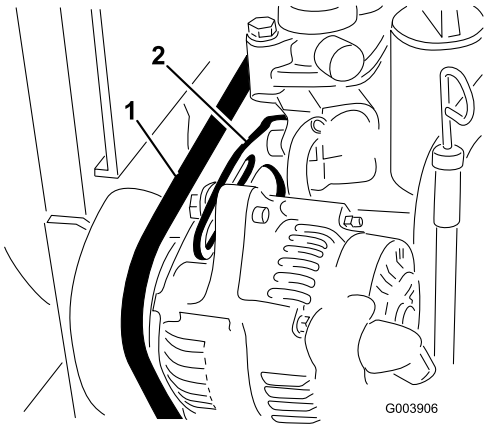

Figur 69
2. Kontroller spenningen ved å trykke ned remmen (Figur 69) midt mellom vekselstrømsgeneratoren og veivakselrullene med en kraft på 10 kg.
3. Løsne skruene som fester avstiveren til motoren (Figur 69), og skruen som fester vekselstrømsgeneratoren til avstiveren.